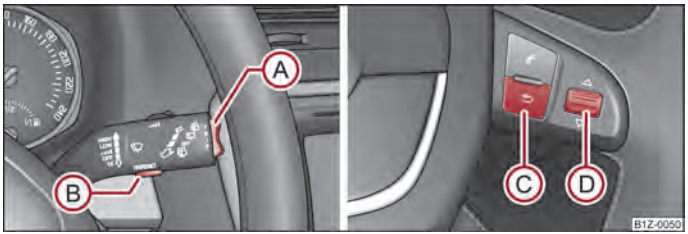

Fig. 7 Information display: Controls on the windshield wiper lever/controls on the multifunction steering wheel
– You can activate the **Main Menu** by pressing the rocker switch Ⓐ ⇒ fig. 7 for more than 1 second.
– You can activate the **Main menu** by pressing the rocker switch Ⓒ ⇒ fig. 7 for more than 1 second.